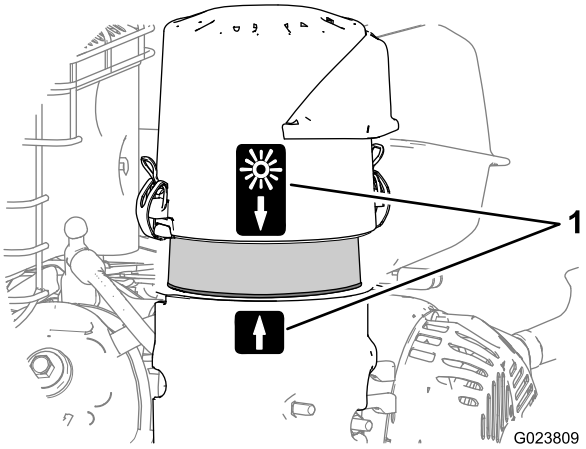

Figuur 23
8. Lijn de pijl op het deksel op met de pijl op de basis (Figuur 23).